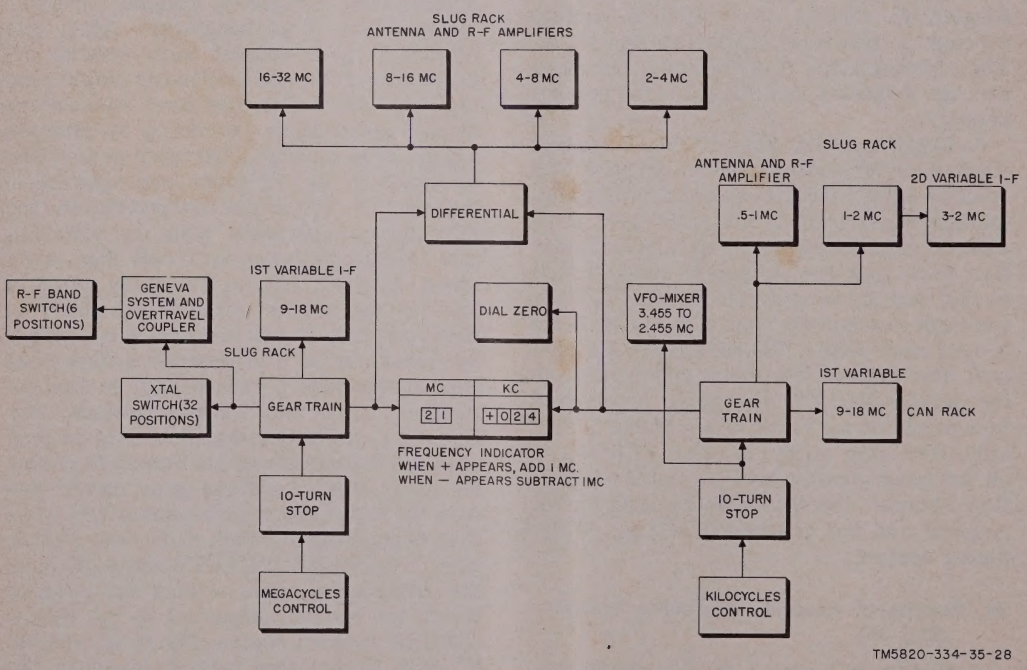

Figure 29. Mechanical tuning system, block diagram.
37. General Principles of Operation (fig. 29)